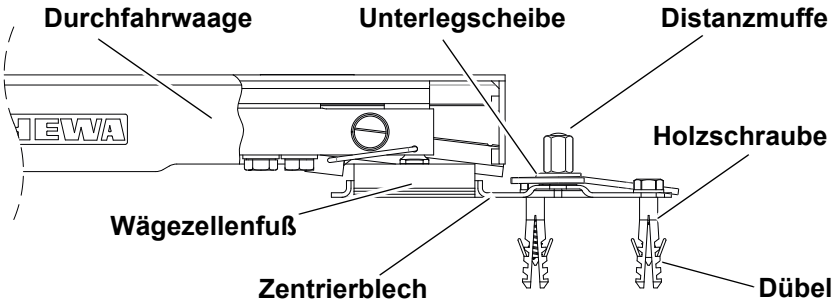

Abb. 25 Durchfahrwaage mit Anfahrhilfe
1. **Anfahrhilfe mit Zentrierbleche unter Wägezellenfüße schieben (siehe Abb. 25, S. 26).**
6. **Zentrierbleche mit Holzschrauben und Dübeln im Boden festschrauben (siehe** Abb. 25, S. 26**).**